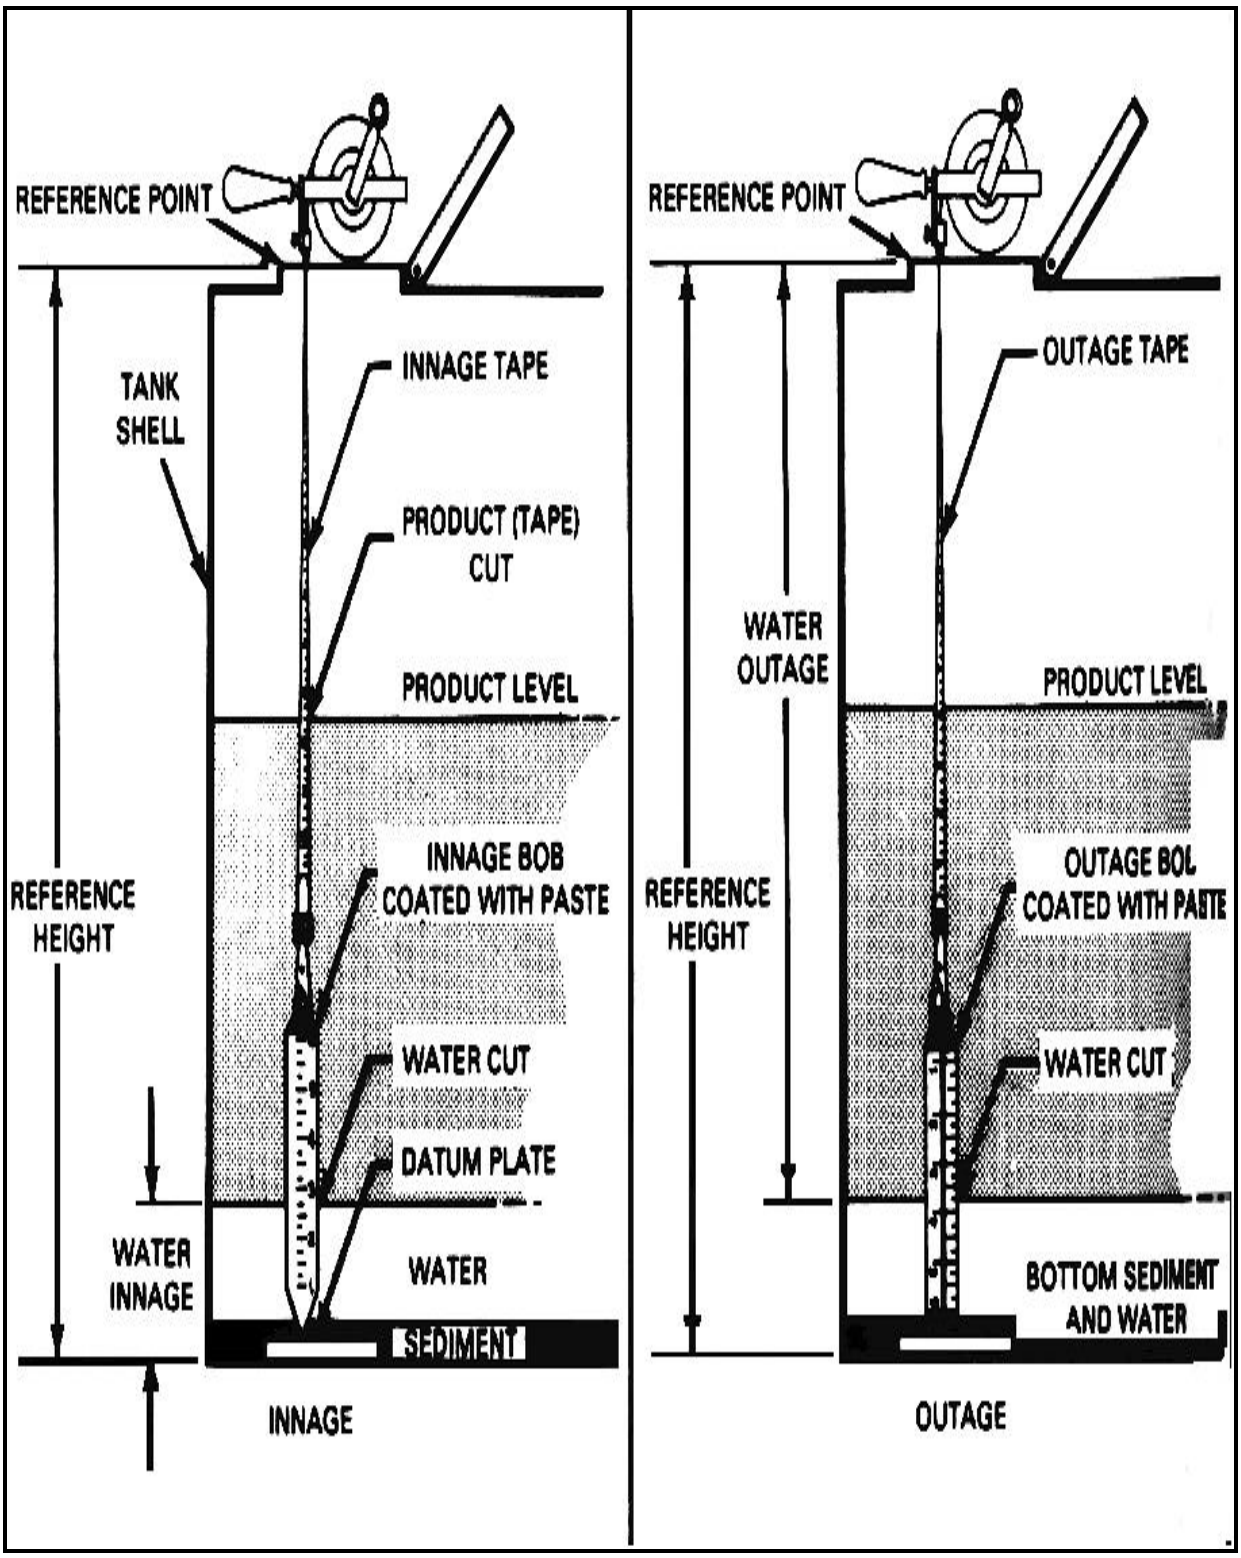
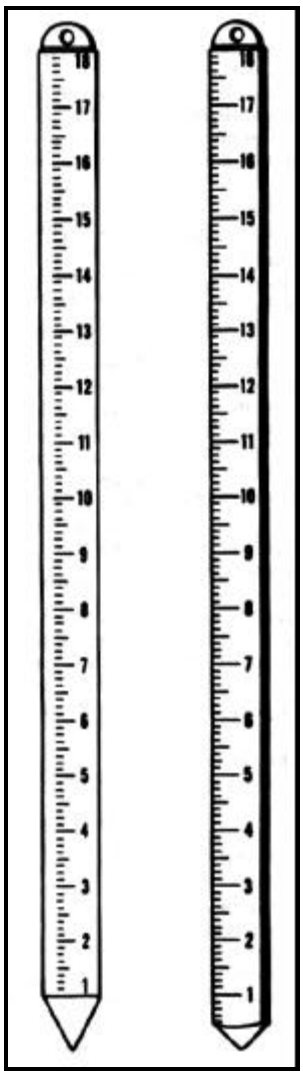

Figure 3-18. Taking water innage and outage readings
Figure 3-19. Typical water gage bars
••Use water-indicating paste to determine the water cut (Figure 3-18, page 3-18). Put a thin, even coat of paste on the part of the bob that will be at the point where water and product meet. Be careful not to put so much paste on the bob that it will cause a false reading. If the depth of the water is greater than the length of the innage bob, use a water gage bar (Figure 3-19, page 3-19) to measure the water in the tank.